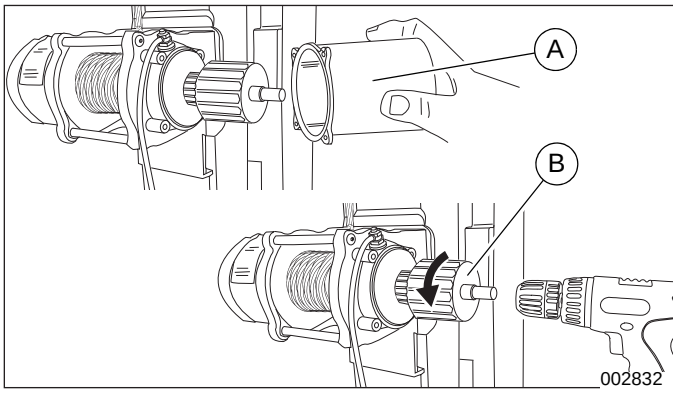

Figure 3-61. Manually Lowering the Mast
1. See ***Figure 3-61***. Remove the motor cover (A).